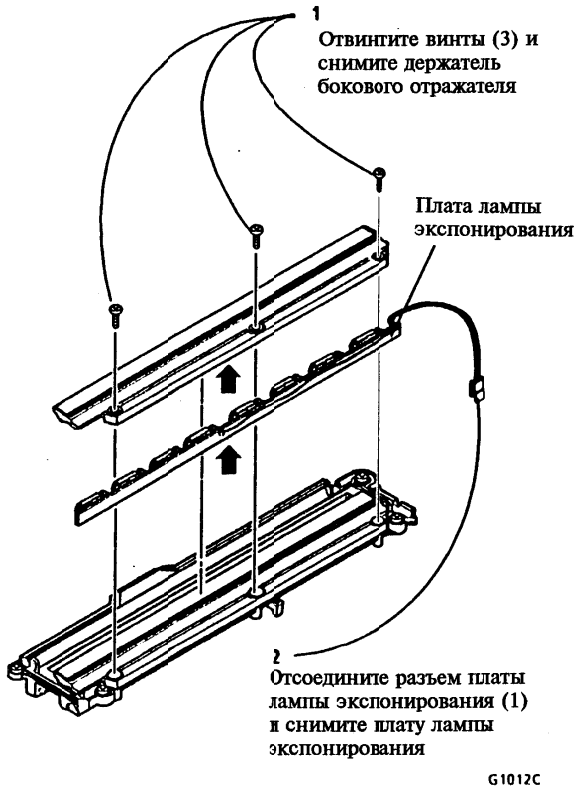

Рисунок 1. Снятие платы лампы экспонирования
2. (Рисунок 1): Снимите плату лампы экспонирования.